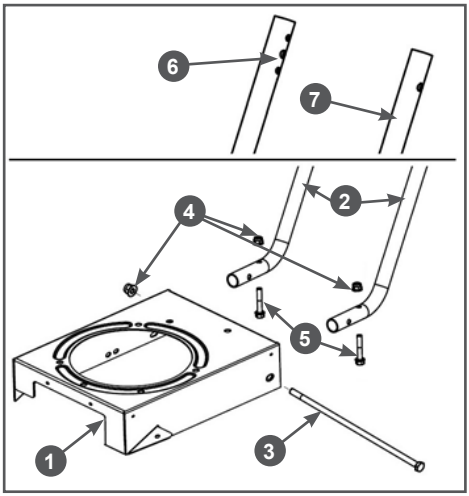

Рис. 2 Установка стоек рабочих рукояток
2. Вставьте в раму 1 мотокультиватора стойки 2 рабочих рукояток (Рис. 2). Совместите отверстия в раме, корпусе редуктора и стойках, вставьте в отверстия болты 3 и 5, закрутите гайки 4 (Рис. 2).
Стойки рабочих рукояток (правая 6 и левая 7) отличаются. Устанавливать стойки рабочих рукояток на раму нужно так, чтобы стороны стоек с тремя отверстиями были обращены друг к другу (Рис. 2).